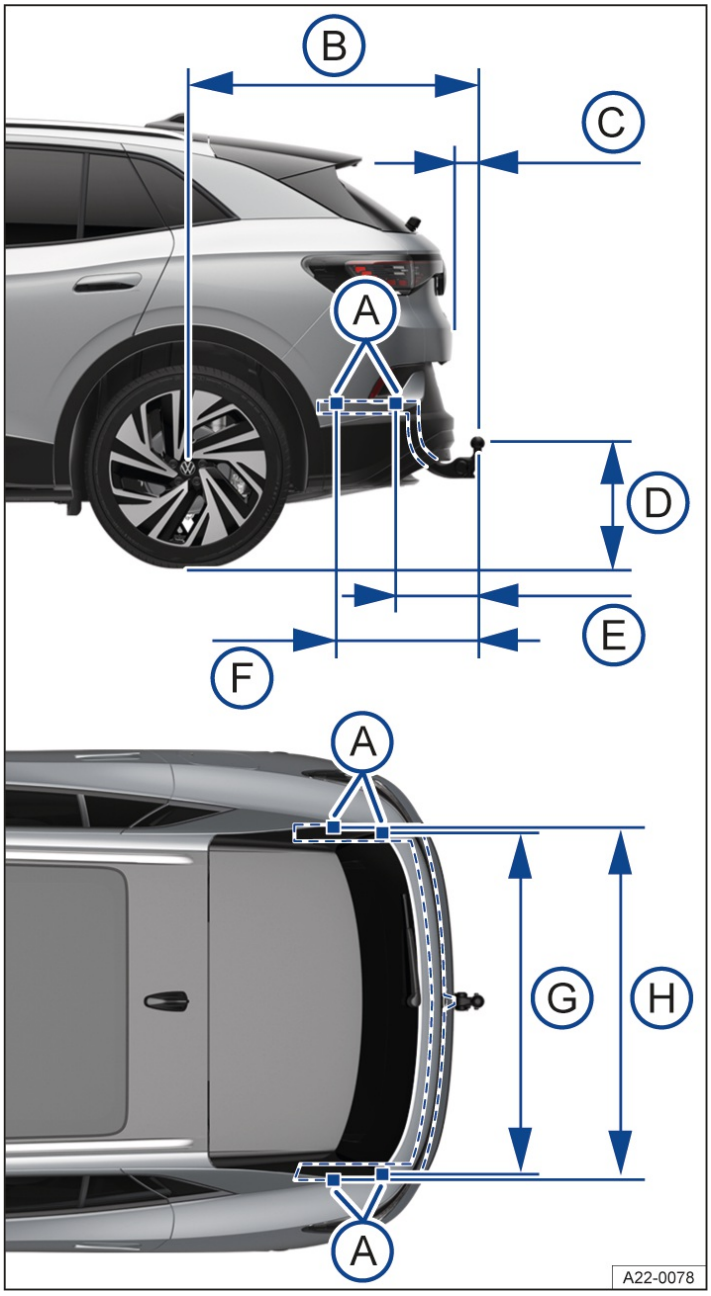

Fig. 1 Dimensions and mounting points for retrofitting a towing bracket.
The distance dimensions → *Fig. 1* must be observed in all cases when retrofitting a towing bracket. Always observe the minimum distance given from the middle of the ball coupling to the surface of the road (D). This also applies when the vehicle is fully laden, including maximum drawbar load.